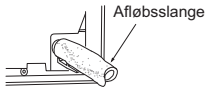
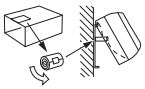

Fig. 4
Fig. 5
5) Sæt afløbsslangen helt ind i afløbsfordybningen bagest til højre på indendørsenheden. (Fig. 4)
6) Sæt afløbsslangen i manchetten til væghullet (C), og fastgør indendørsenhedens øvre del på installationspladen (1). Flyt dernæst indendørsenheden helt til venstre for at lette rørføring bag på enheden.
7) Klip et stykke pap ud af emballagen, rul det sammen, og fastgør det på ribben bagtil, og brug det som et afstandsstykke ved løft af indendørsenheden. (Fig. 5)
8) Forbind kølerørssystemet med forlængerrøret (B).
9) Tryk den nederste del af indendørsenheden fast på installationspladen (1).